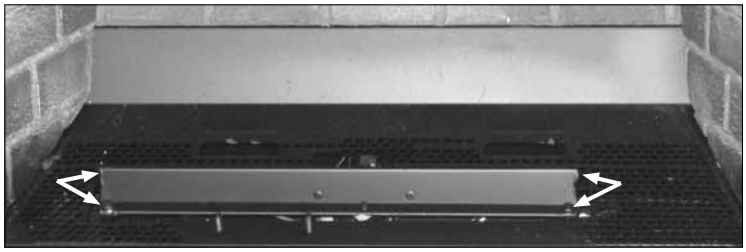
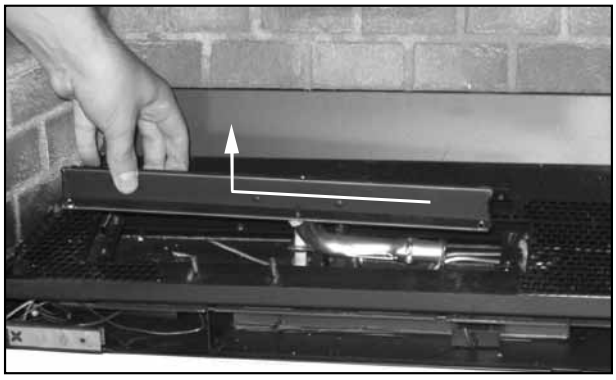

Figure 21: Unfastening Burner.
Figure 22: Burner Removal.
4. Using a T-20 screwdriver, remove the four (4) screws that hold the burner in place (pointed out in Figure 21). Slide the burner to the left (see Figure 22), then up and out of the firebox.